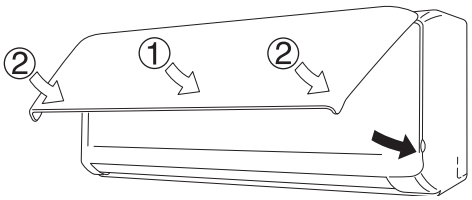

Fig. 3-18
(6) Insérer le haut du filtre anti-moisissure et maintenir en place le bas du filtre avec les saillies sur l'unité.
(7) Lors de la fermeture du panneau avant, pousser d'abord la partie centrale du panneau avant et pousser ensuite en place les coins inférieurs gauche et droit jusqu'au déclic. (Fig. 3-18)